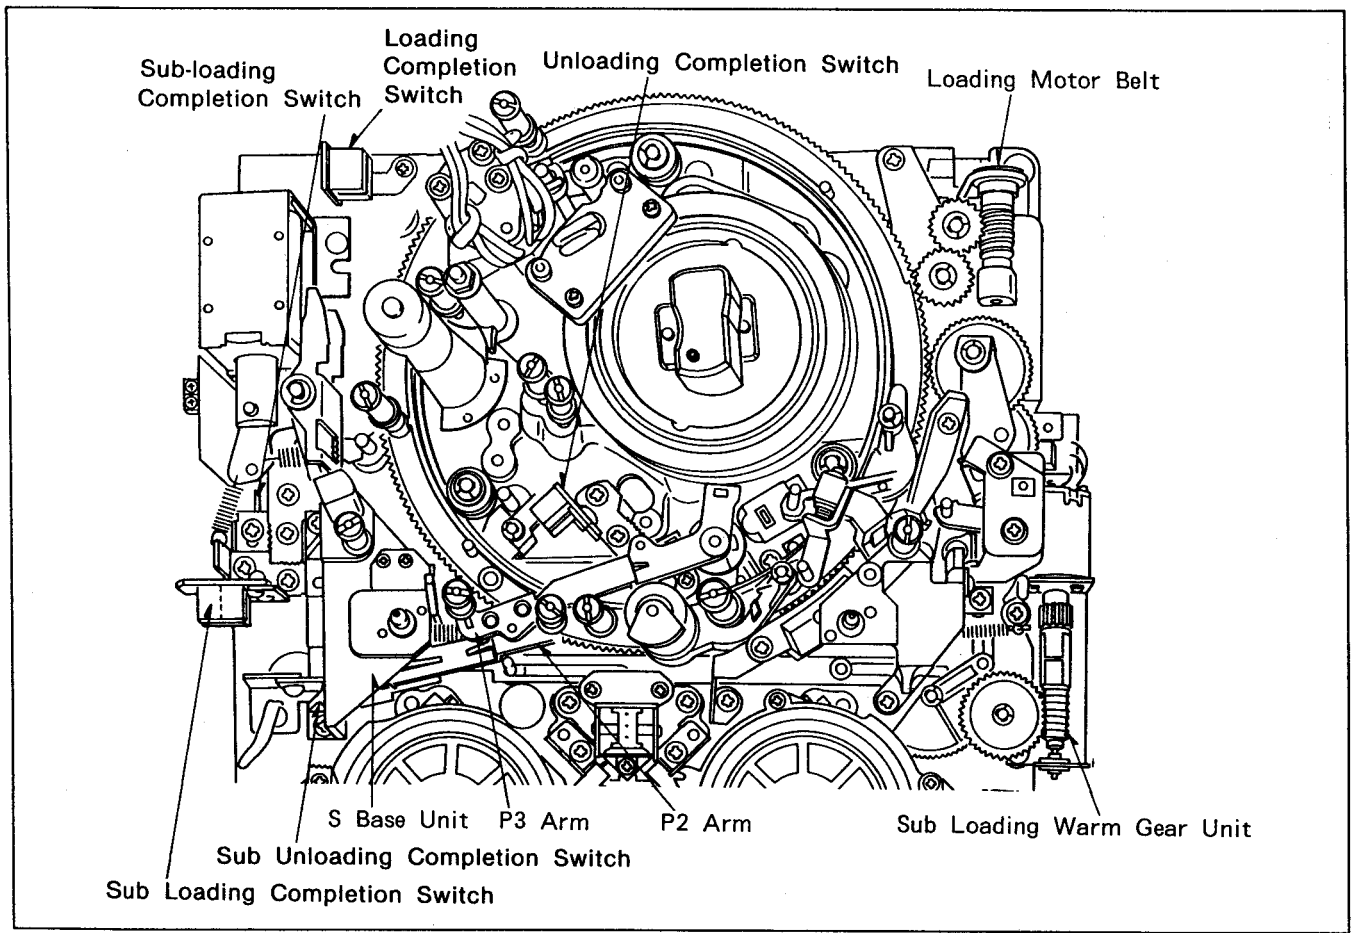

Fig. 6-27-1 Loading/Unloading, Sub Loading/Sub Unloading Completion Switch
12. Turn the Sub Loading Warm Gear Unit so that the P2 Arm just contacts with the S Base Unit as shown in figure 6-27-1.
13. Loosen the 2 screws (G).
14. Insert the Fine Adj. Driver to the hole (H).
15. Turn the Fine Adj. Driver so that (I) is 1+/- 0.2mm.
16. Tighten the 2 screws (G).